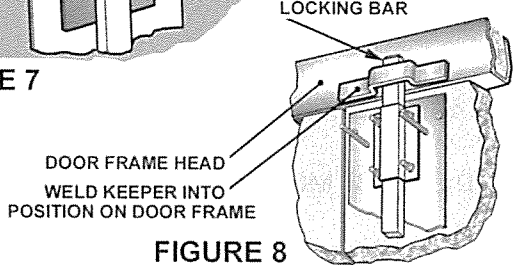

FIGURE 8
11. With door closed, activate the Locking Bars so that the top bar extends over the frame at the head. Position the keeper supplied over the Locking Bar and against the frame, ensuring there is equal clearance around the bar. Fix in position using supplied screws. (Fig. 8)